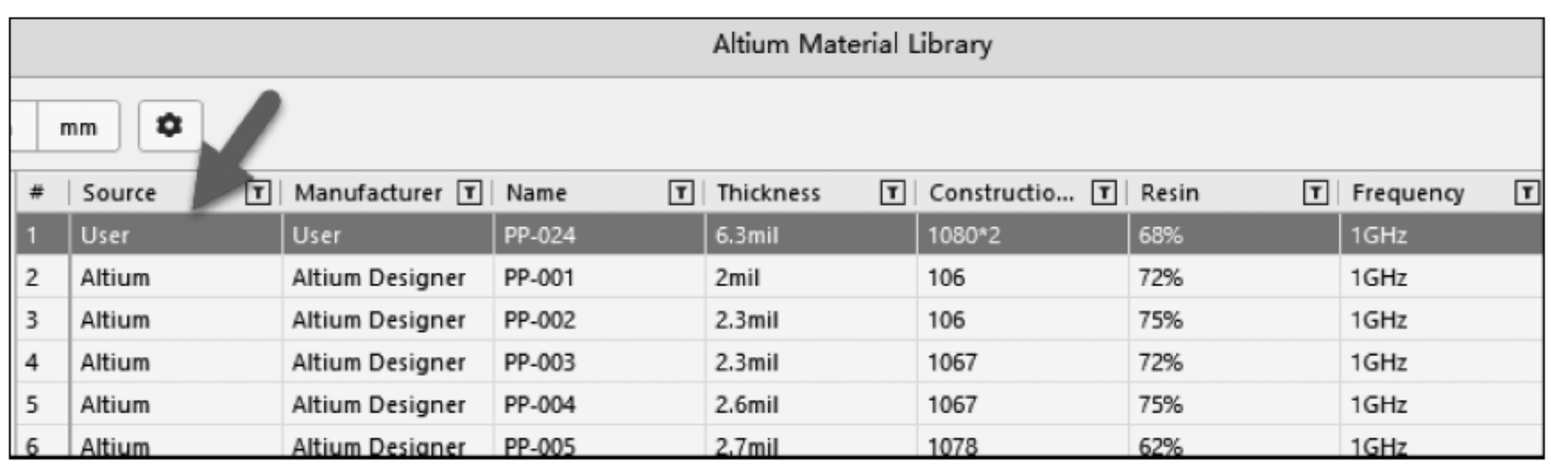

图 3-21　用户自定义材料显示
(5) 数据填写完成之后，单击 Update 按钮，即可加载新材料，如图 3-21 所示，Source 会自动赋予 User 属性，以区别于 Altium 提供的材料。